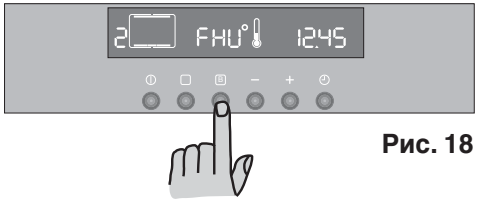

Рис. 18
4) Нажмите кнопку B. Дисплей температуры покажет “FHU” (Рис. 18).